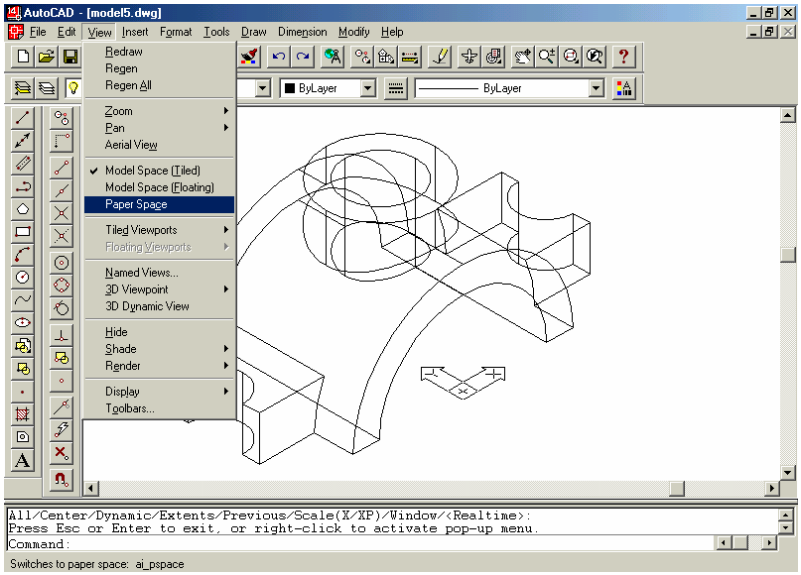

Fig. 12.21 Trecerea din MSPACE în PSPACE
1. Trecerea din MSPACE în PSPACE, prin setarea variabilei TILEMODE pe 0, sau selectînd opțiunea *Paper Space* din meniul *View* (fig. 12.21);
5. Se trece din MS în PS şi se alege în fiecare fereastră de vizualizare creată, punctul de vedere corespunzător proiecției dorite (fig. 12.21 ,12.22), astfel: